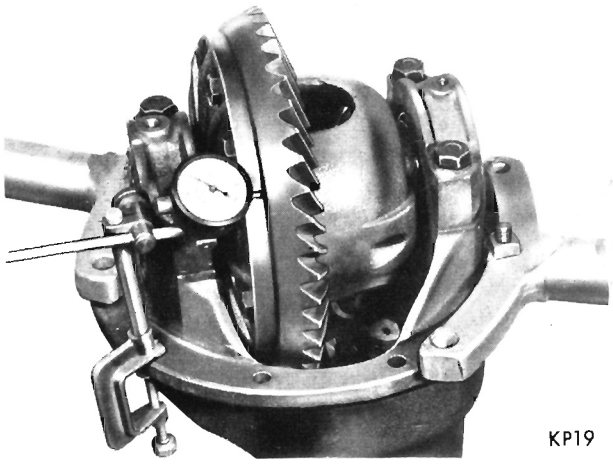

Fig. 15—Checking for Runout and Zero End Play
(1) Mount carrier in Stand DD-1014 and attach dial indicator Tool C-430 or Tool C-3339 to differential carrier flange in a position so pointer of indicator squarely contacts back face of ring gear (Fig. 15). With a screw driver positioned between bearing cap and differential case flange, then using a prying mo-